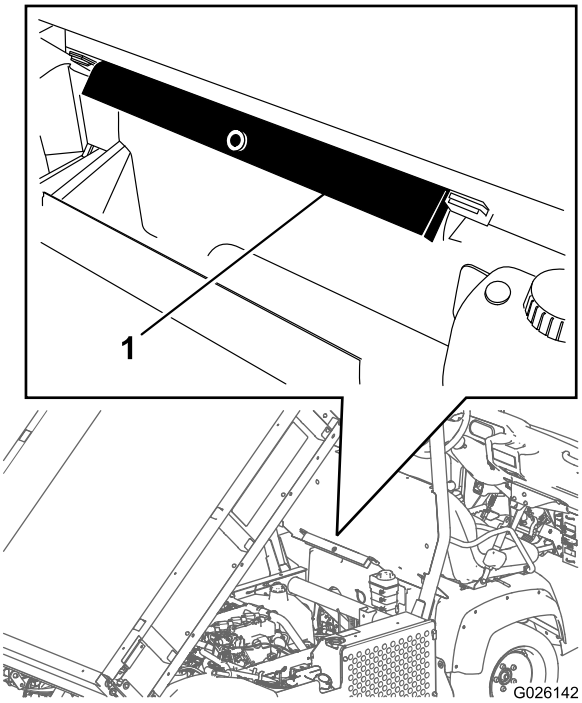

Figur 31
2. Fjern støtten til planet fra lagringsbrakettene på baksiden av veltebøylepanelet (Figur 31).